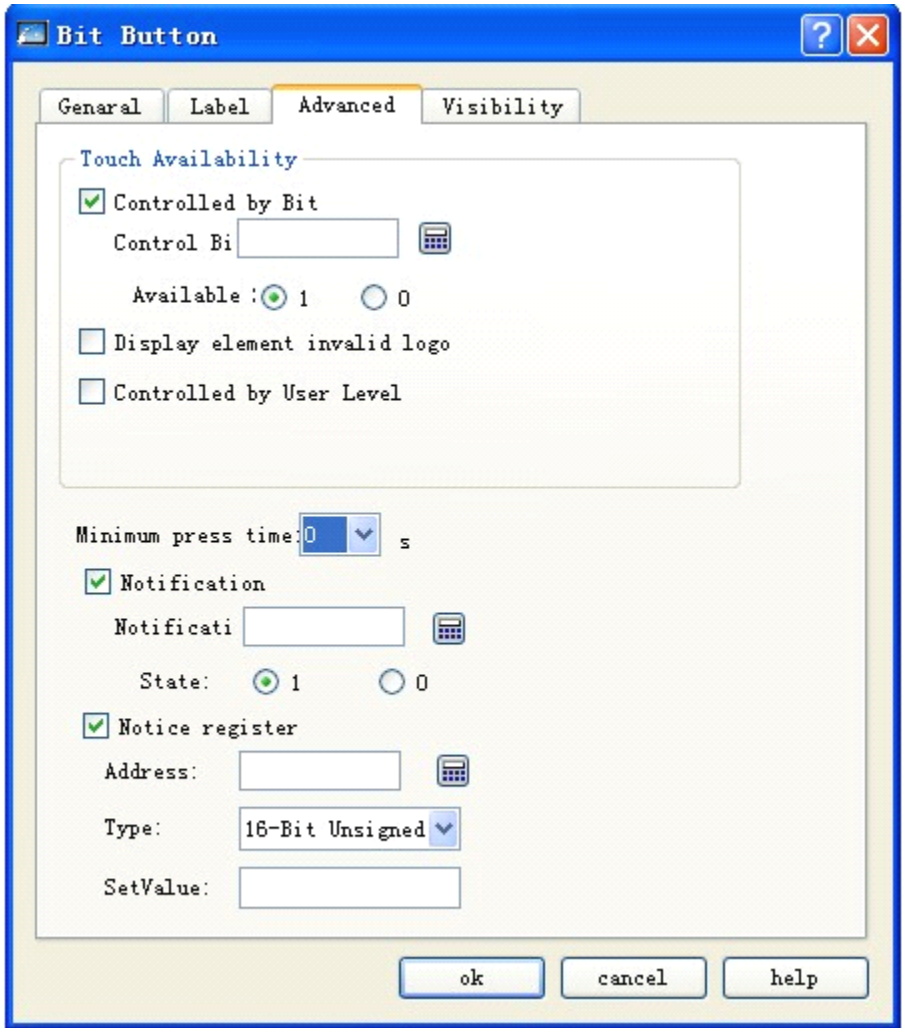

Рисунок 4-78 Продвинутая вкладка битовой кнопки
- При нажатии вкладки Advanced, появится страница продвинутых настроек. Смотрите рисунок 4-78